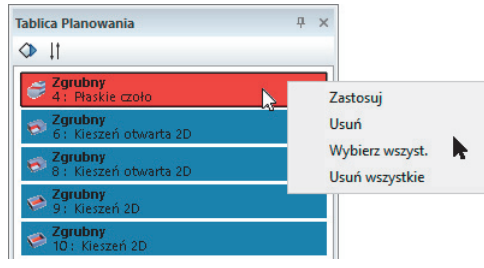

Rysunek 9.68. Widok opcji modyfikacji instrukcji w przeglądarce Tablica Planowania
1. W przeglądarce *Tablica Planowania* przesuń kursor myszy w pobliże dowolnej instrukcji. Gdy podświetli się ona na kolor czerwony, kliknij prawym przyciskiem myszy (rysunek 9.68).